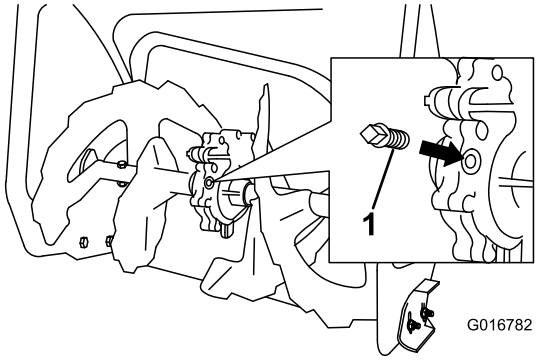

Figur 45
2. Rengjør området rundt rørpluggen (Figur 45).